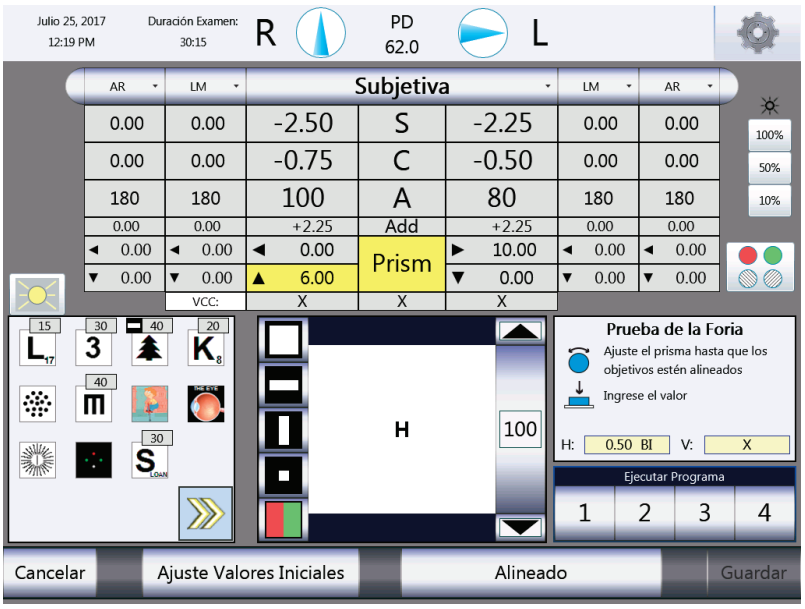

Figura IU-28, Pantalla de la prueba de foria vertical
Una vez determinada la foria horizontal, se restaura la potencia del prisma a 10 (BI) en el ojo izquierdo, como valor de partida para la prueba de forias verticales. (Mire la Figura IU-28).